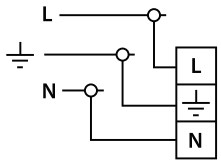

Рис. 1
3. Присоедините подготовленные концы проводов к проводам светильника обозначенных L, N, ⏚ способом допустимым «Правилами устройства электроустановок». Lumin' arte® рекомендует применять клеммные колодки (Рис. 1).